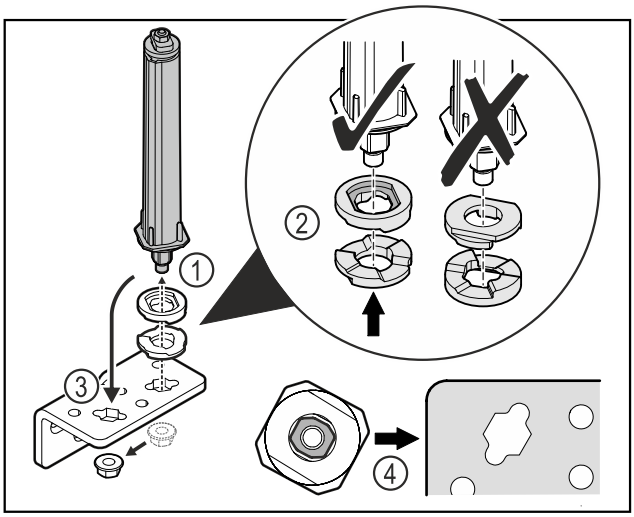

Fig. 28
▶ Desfaceți piulița și îndepărtați sistemul de închidere a ușii *Fig. 28 (1)*.
▶ Aveți în vedere alinierea corectă a șaibelor de reglaj pe înălțime *Fig. 28 (2)*.
▶ Mutați sistemul de închidere a ușii în colțarul balamalei și fixați cu piulița *Fig. 28 (3)*.
▶ La utilizare aveți în vedere alinierea corectă a sistemului de închidere a ușii *Fig. 28 (4)*.